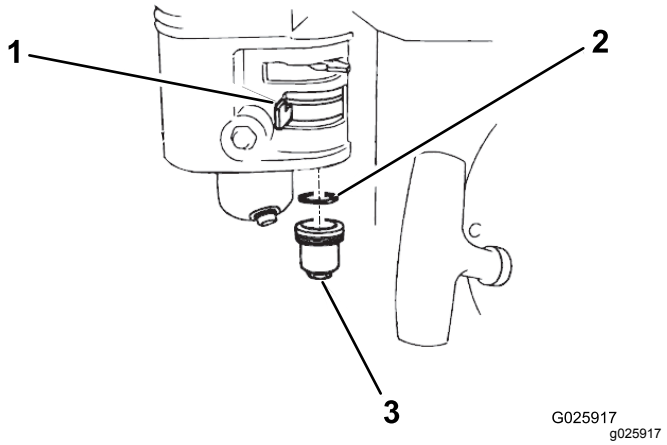

**Figura 33**
2. Mova a válvula de corte do combustível para a posição DESLIGAR (Figura 33).
3. Retire o copo de sedimentos e anel de retenção (Figura 33).
6. Coloque o anel de retenção na válvula de corte do combustível e instale o copo de sedimentos (Figura 33). Aperte bem o copo de sedimentos.